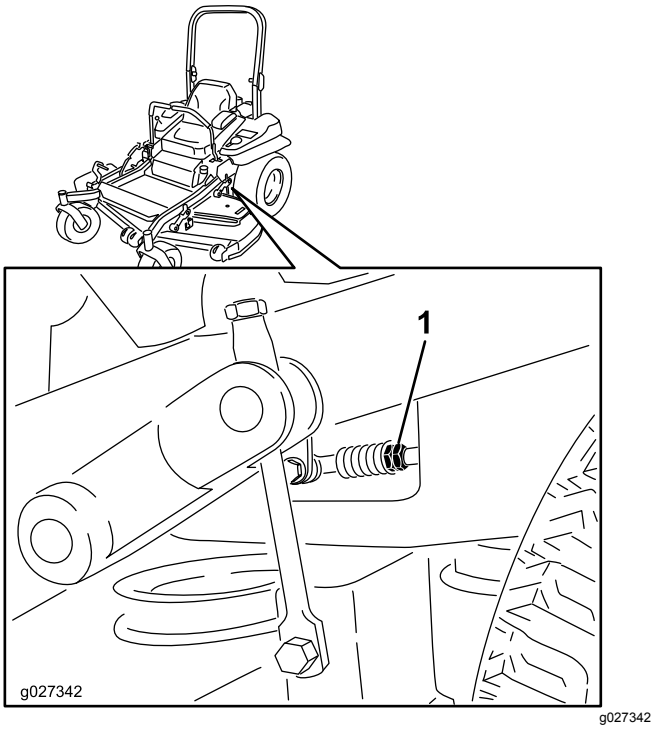

Figura 89
9. Ajuste la longitud de las varillas de control de las bombas girando las tuercas dobles de la varilla en el sentido apropiado, hasta que las ruedas se muevan ligeramente en marcha atrás (Figura 89).